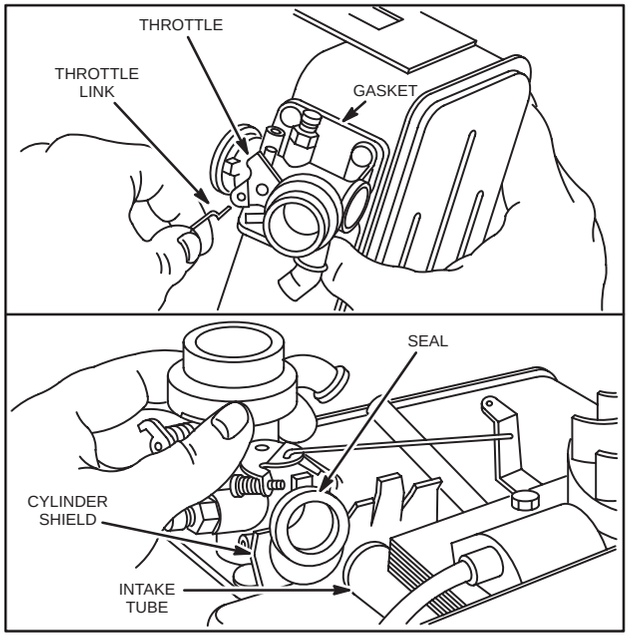

Fig. 251 – INSTALLING CARBURETOR MODEL SERIES 100900, 130900, 131900
2. Hook throttle link to throttle lever, Fig. 251.
3. Slip carburetor over notch in cylinder shield and around intake tube, Fig. 251.